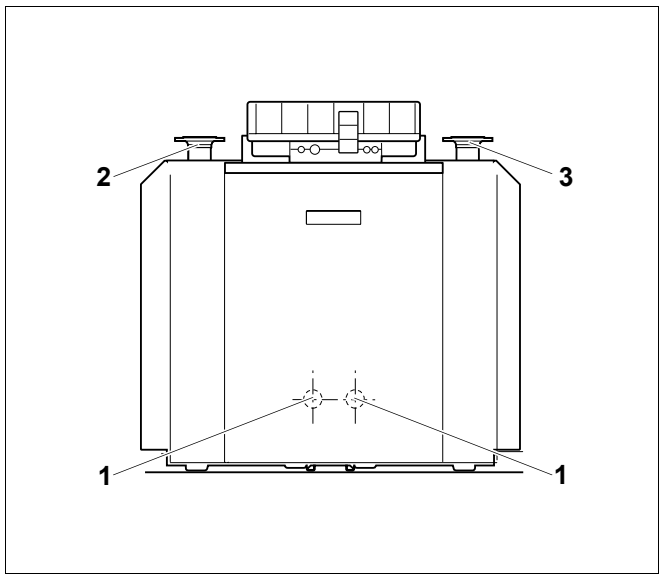

Рис. 2 Подключение водяного контура
- Без натяжения подключить обратную линию системы отопления к обратной линии отопительного котла = RK (рис. 2, **поз. 3**).
- Без натяжения подключить подающую линию системы отопления к подающей линии котла = VK (рис. 2, **поз. 2**).